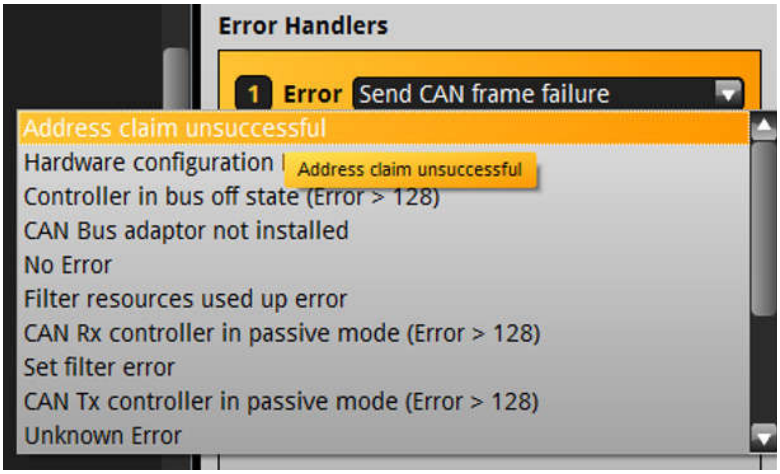

Figure 55. Reconfigurable Address Claim Process.
5. Select the handle in the "Error" combo box as seen in Figure 55.